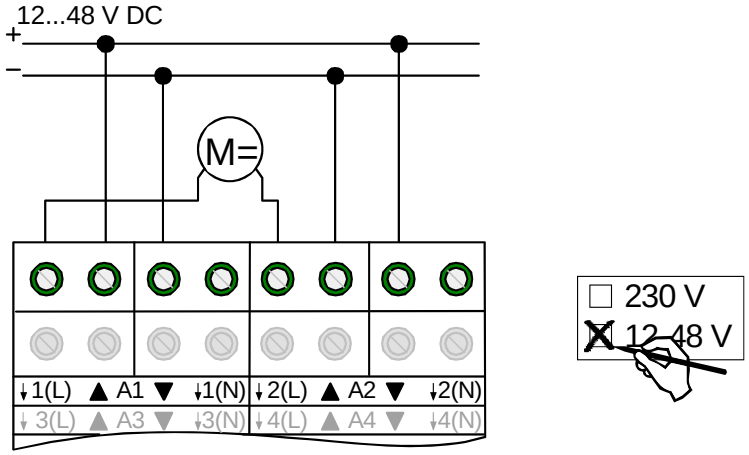

Bild 4: Elektrischer Anschluss für 12 … 48 V-Antriebsmotoren
- Antriebsmotoren gemäß Bild 4 anschließen (Anschlussbeispiel).